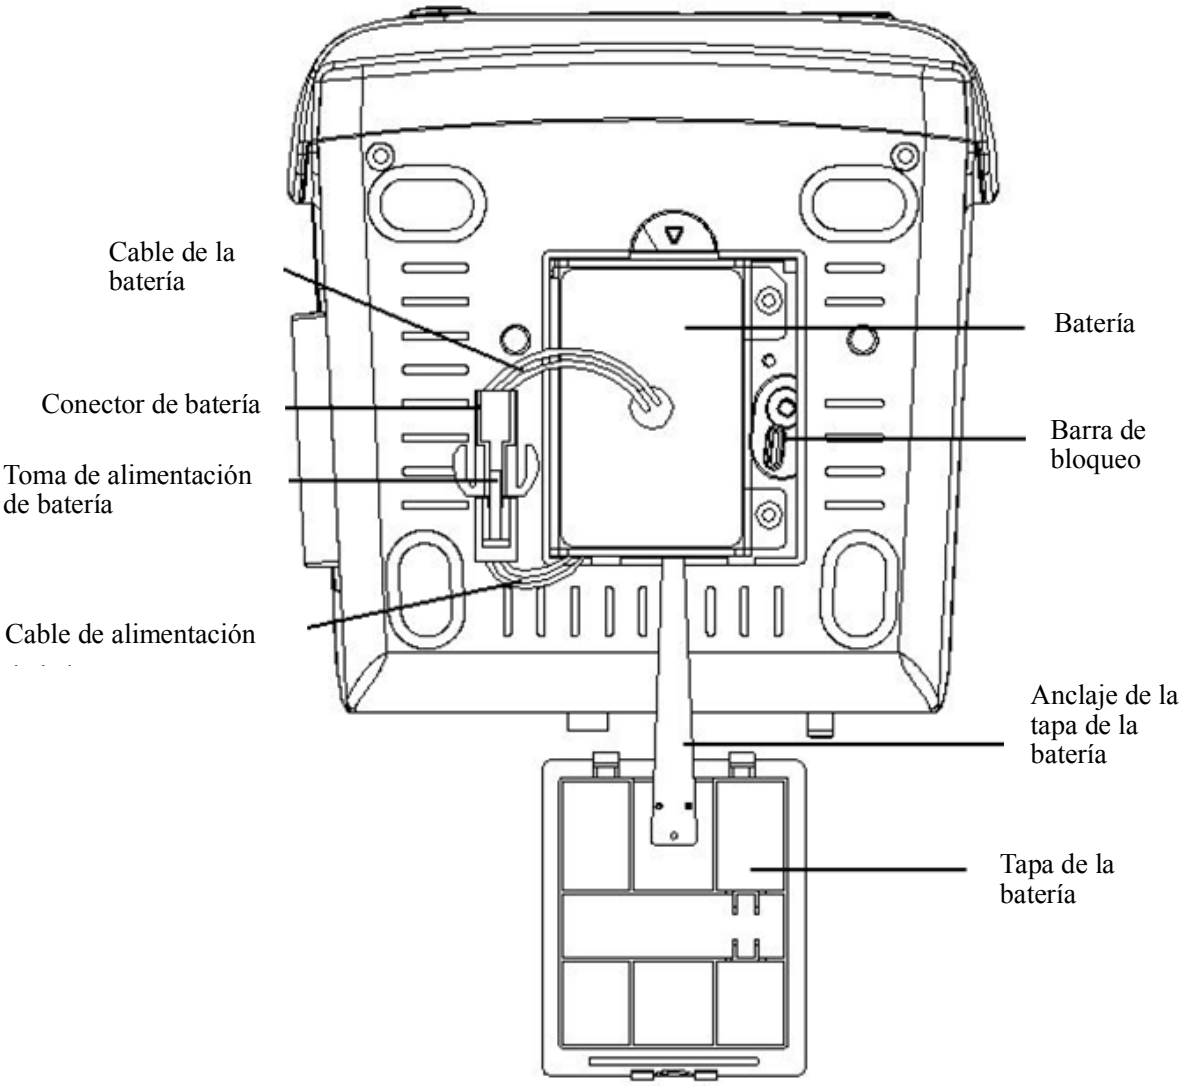

Figura 3.6 Instalación de la batería
4. Conecte el enchufe para el cable de la batería a la toma de potencia en la dirección correcta, como se muestra en la figura 3.6.